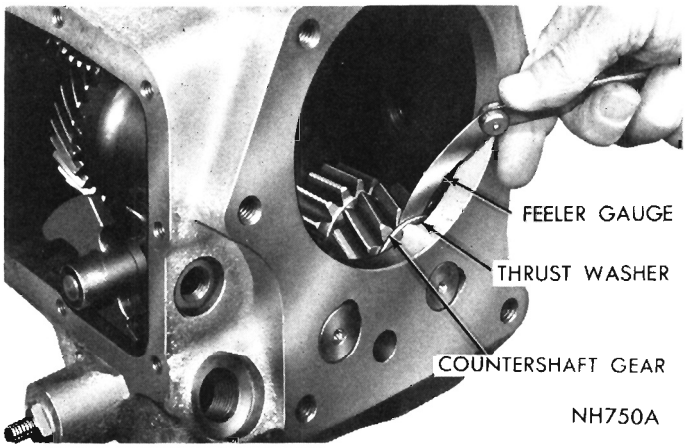
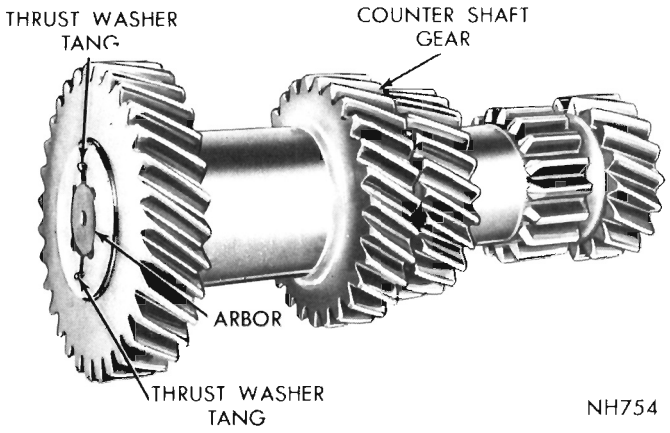

Fig. 28—Measuring Countershaft Gear End Play
Fig. 35—Countershaft Gear and Arbor Assembly
(12) Using a feeler gauge, measure end play of countershaft gear, by inserting gauge between thrust washer and gear (Fig. 28). This measurement should be .015 to .029 inch. If measurement is greater than that specified, new thrust washers must be installed at reassembly.
(3) If countershaft gear end play exceeded .029" when measured during disassembly (Fig. 28), install new thrust washers. Coat thrust washers with heavy grease and install them over arbor with tang side toward the case boss (Fig. 35).